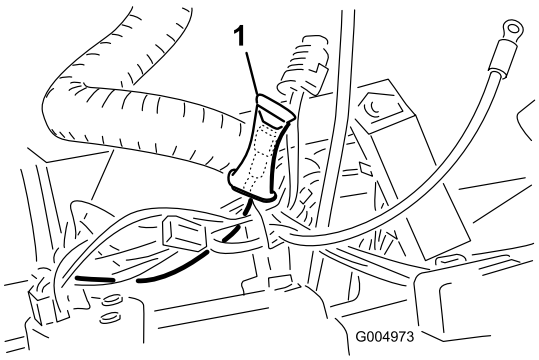

**Rysunek 24**
5. Wewnątrz panelu sterowania zlokalizuj różowy przewód ze złączem umieszczonym w bańce z tworzywa sztucznego (Rysunek 24).
8. Przeprowadź drugi koniec wiązki przewodów pod punktem mocowania ramy tylnej w kierunku lewej strony maszyny, mocując wiązkę spinkami do otworów od spodu punktu mocowania ramy tylnej (Rysunek 24).